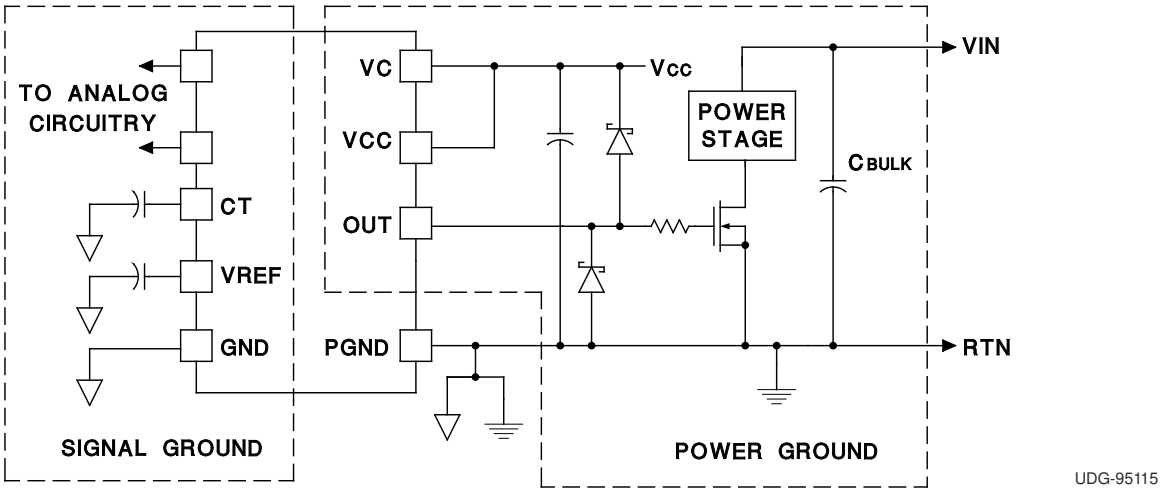

图 7-10. Ground Planes Diagram
Each totem pole output of the UC3823A and UC3823AB, UC3825A, and UC3825B can deliver a 2-A peak current into a capacitive load. The output can slew a 1000-pF capacitor by 15 V in approximately 20 ns. Separate collector supply (VC) and power ground (PGND) pins help decouple the device's analog circuitry from the high-power gate drive noise. The use of 3-A Schottky diodes (1N5120, USD245, or equivalent) as shown in the 图 7-10 from each output to both VC and PGND are recommended. The diodes clamp the output swing to the supply rails, necessary with any type of inductive/capacitive load, typical of a MOSFET gate. Schottky diodes must be used because a low forward voltage drop is required. DO NOT USE standard silicon diodes.